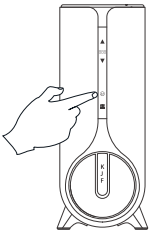

Figure 26
(4) Hold the filter reset key on the system KJF for 5 seconds. When you hear the "beep" sound from the system, the filter has been successfully reset. The indicator lights of the front panel and faucet filter will turn blue **(Figure 26)**.